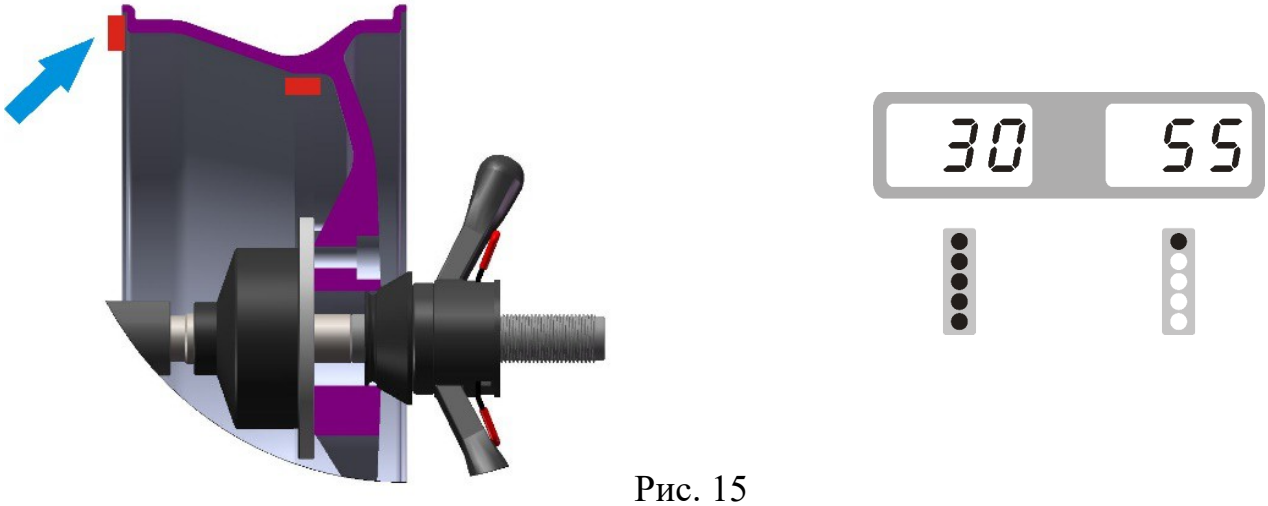

Рис. 15
6) Медленно вращайте шину рукой против часовой стрелки, пока не загорится весь индикатор внутреннего дисбаланса. В это время положение «12 часов» на внутренней стороне обода является точкой для исправления дисбаланса. Выберите лицевую сторону балансировочного блока в соответствии со значком ниже. Закрепите соответствующий груз в плоскость коррекции на внутренней стороне спицы обода, как показано на рис.15.